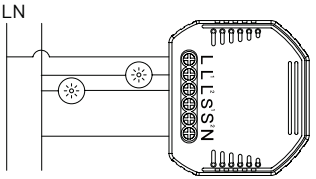

Рисунок 2.2
- без выключателя/переключателя (см. рисунок 2.2);